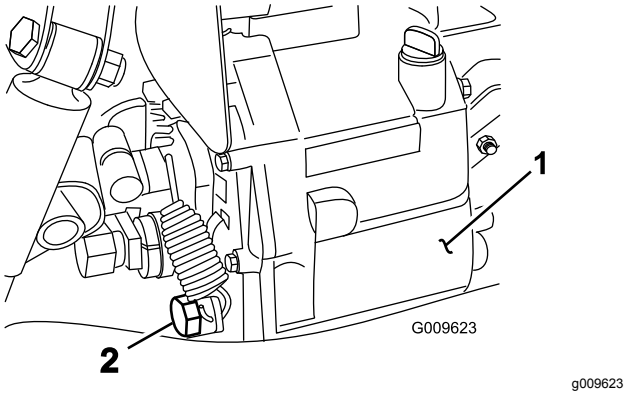

**Bild 69**
4. Nehmen Sie die Ablassschraube an der Seite des Behälters ab und lassen Sie das Hydrauliköl in die Auffangwanne ablaufen (Bild 69).